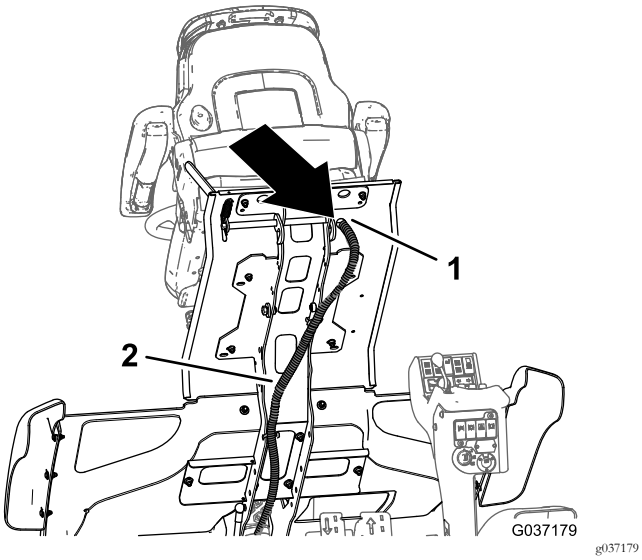

Rysunek 29
1. Poprowadź wiązkę przewodów maszyny odłączoną w kroku 1 procedury 2 Demontaż fotela (Strona 4) przez otwór w podeście operatora (Rysunek 29).
4. Pod spodem platformy poprowadź złącze 2-stykowe gniazdowe (przewody czarny i czerwony) zestawu wiązki przewodów 400 cm i przełóż przez otwór w platformie znajdujący się za fotelem; patrz Rysunek 29.